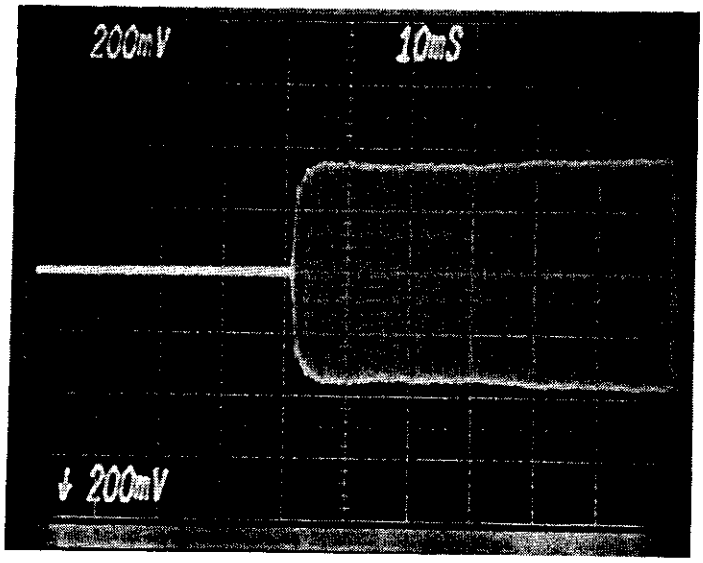

FIGURE 38. HEAD LOAD TIMING
(1) Sync oscilloscope on TP 11 (+Head Load). Set time base to 10 msec/division. Connect one probe to TP1 and the other to TP2. Ground the probes on TP5. Set the inputs to AC couple, add and invert one input. Set the vertical deflection to 200 mv/division.
(2) Select the side 1 head, energize the head load solenoid and observe the read signal on the oscilloscope. The read signal should begin between 35 and 45 msec (see Figure 38).